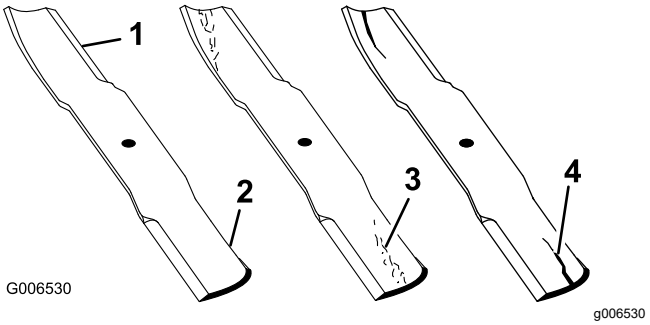

Figur 100
1. Kontrollera eggarna (Figur 100).
4. Montera omedelbart en ny kniv om du upptäcker sprickor, slitage eller spårbildning i detta område (Figur 100).